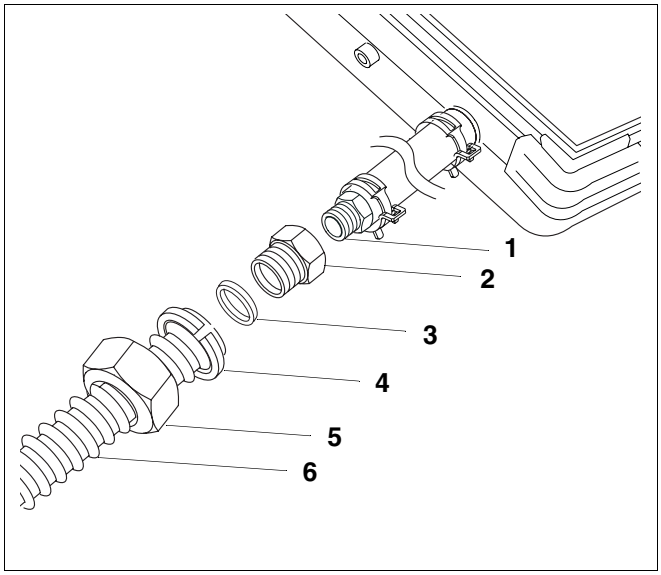

Afb. 4 Monteer de flexibele inox leiding aan de retour
- Schroef het verloopstuk Rp¾ × R1 (afb. 4, **pos. 2**) aan het aansluitstuk voor flexibele leiding R¾ (afb. 4, **pos. 1**).
- Plaats de dichting (afb. 4, **pos. 3**) in de voorgemonteerde wartelmoer Rp1 (afb. 4, **pos. 5**).
- Schroef de aan de flexibele inox leiding (afb. 4, **pos. 6**) voorgemonteerde wartelmoer Rp1 (afb. 4, **pos. 5**) aan het verloopstuk Rp¾ × R1 (afb. 4, **pos. 2**).